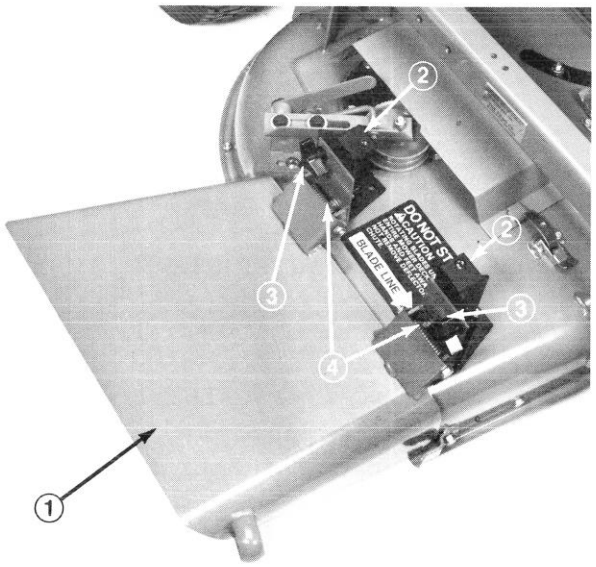

Figure 23
1. Position grass deflector mounts on outside of pivot brackets (included in kit) and secure parts together with capscrews, locknuts, and washers previously removed (Fig. 23). Both locknuts must face each other. Tighten locknuts until they are flush against deflector pivots.